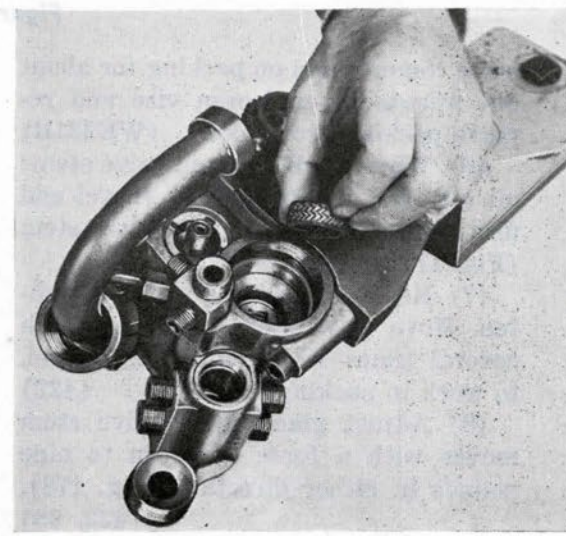
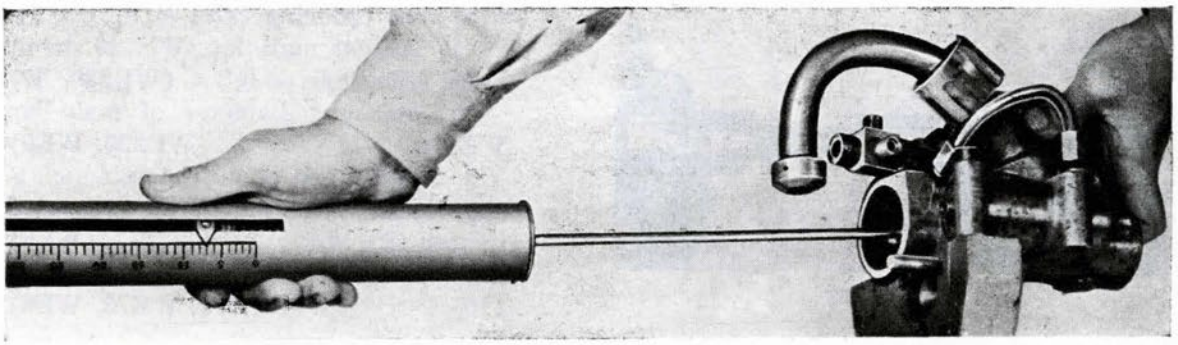

Figure 177
Figure 178
(6) Wipe oil (B) around valve stem; oil (D) and insert packing (bevel end first) into body around valve stem (Fig. 177).
(7) Replace packing gland and tighten. Move valve stem back and forth several times while tightening gland, to work in packing. **(422)**
(8) Adjust gland until valve stem moves with a force of seven to nine pounds in either direction (Fig. 178). **(422, 98)**